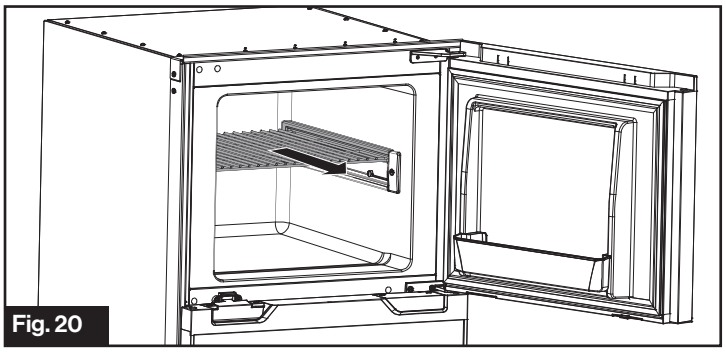

Fig. 20
4. Repita los pasos 2 y 3 para aflojar el tornillo de fijación del otro lado del estante. Tire hacia afuera para extraer la bandeja de su posición original. (Fig. 20)